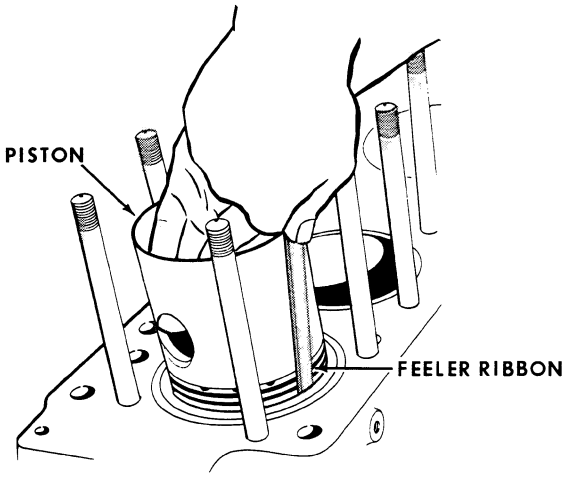

Figure M-23
2. Insert the feeler ribbon in the sleeve at a right angle (90 degrees) to the crankshaft, Figure M-23.
3. Insert the piston, less rings, in the sleeve (bottom side up), as shown in Figure M-23, with the piston pin holes in-line with the crankshaft. Push the piston as far as possible into the sleeve. The piston skirt must be well into the sleeve.